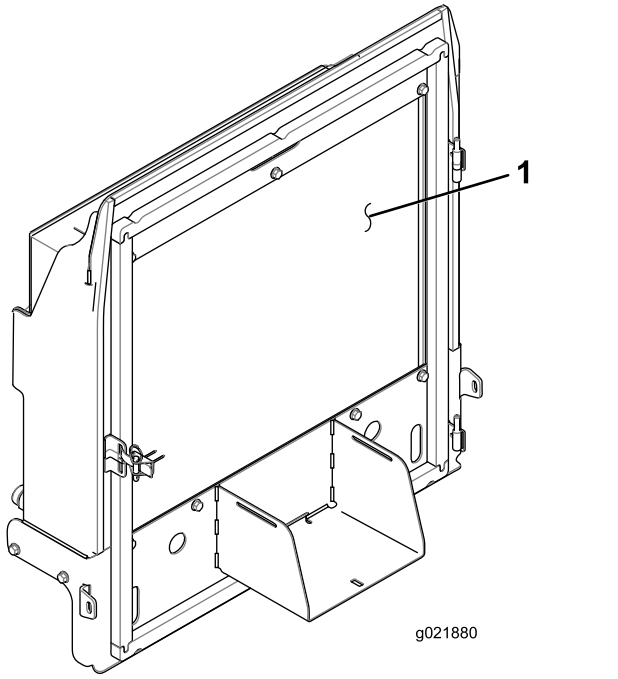

Figur 96
4. Rengjør begge sidene av radiatoren/oljekjøleren grundig med trykkluft (Figur 96).